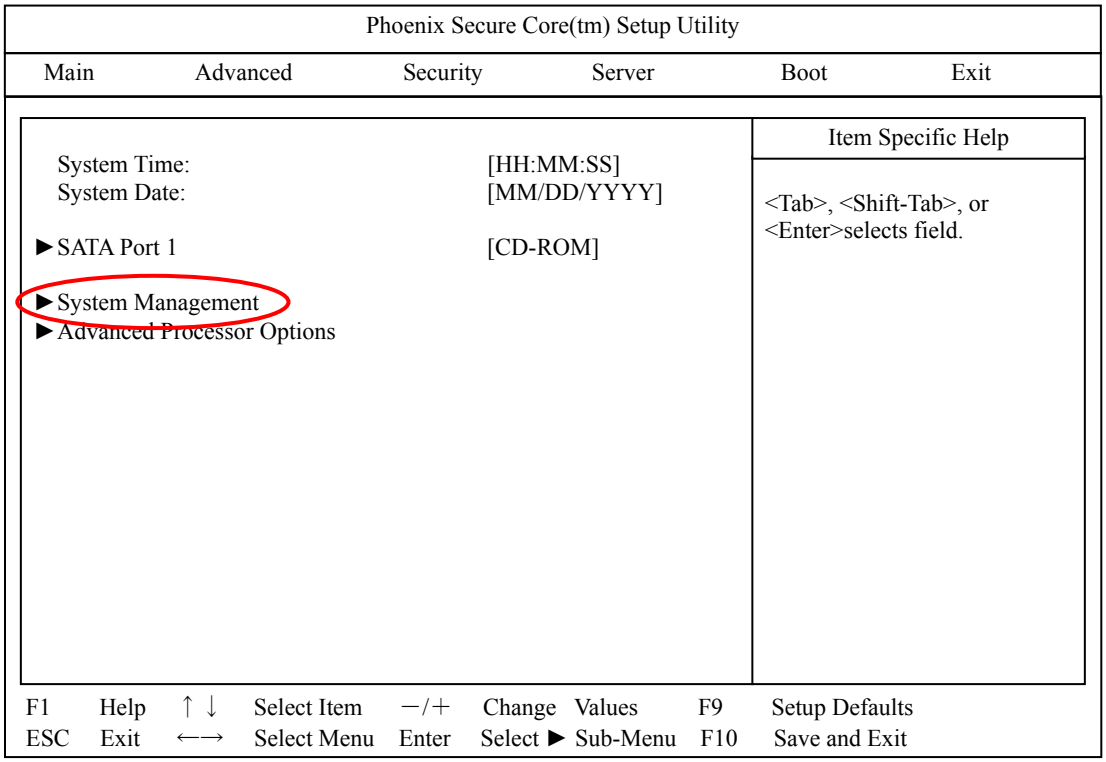

Figure B.2.2-10 Main Menu window
(19) The Main Menu window is displayed as shown in Figure B.2.2-10.